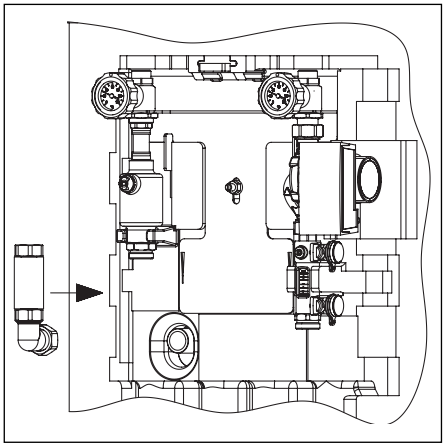

Fig. 18 Montaggio tubo corrugato in metallo per mandata gruppo solare
– Collegare la mandata del Gruppo solare mediante il tubo corrugato isolato in metallo G1 (Fig.18) Lunghezza L = 85 mm ed il raccordo ad angolo al serbatoio.